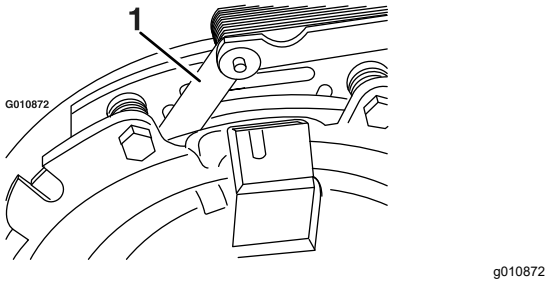
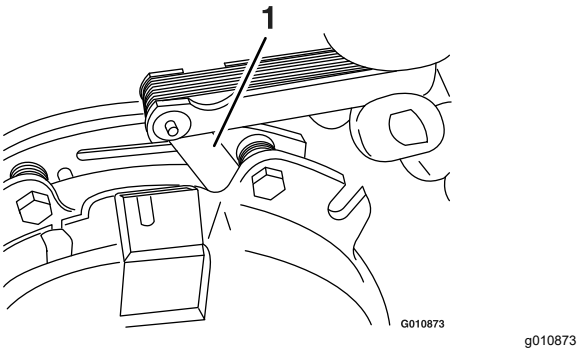

**Figur 80**
**Figur 81**
E. Brug en søgelære på 0,25 mm til at kontrollere, at der er et gab mellem rotor- og armaturoverfladen på begge sider af bremsestangen som vist i Figur 80 og Figur 81.